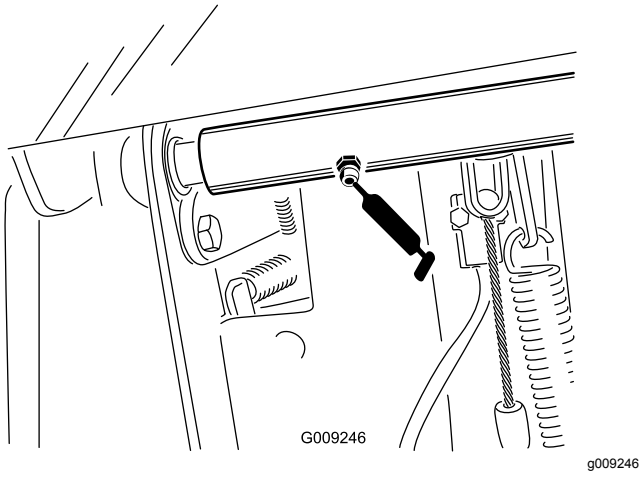

Figuur 58
- Scharnieraslagers van rempedaal (2) (Figuur 58)